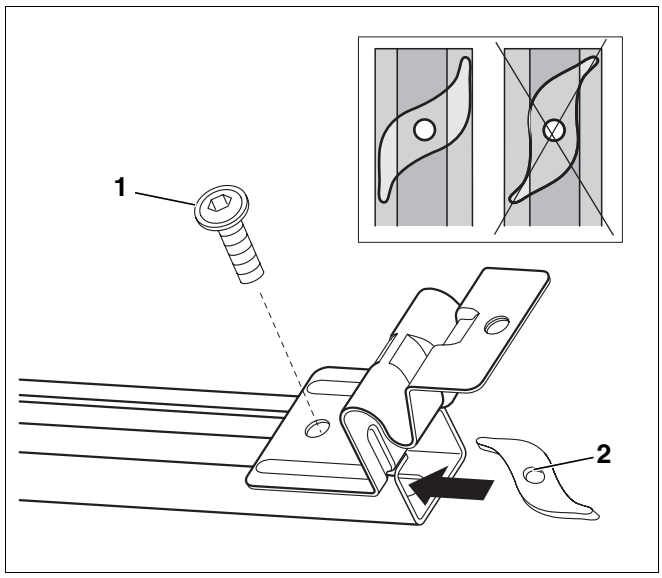

Afb. 20 Schroef de collectorhouder gelijk met de profielrails
- Monteer de collectorhouders (afb. 20) zo, dat de omgeplooide zijde van de collectorhouder gelijk komt met het einde van de profielrail. Ze mag zeker niet uitsteken.
- Schroef de collectorhouder met behulp van de voorgemonteerde schroefplaten (zelftappende, stroeve draad; afb. 20, **pos. 2**) en schroeven met een bolle kop (afb. 20, **pos. 1**) vast.